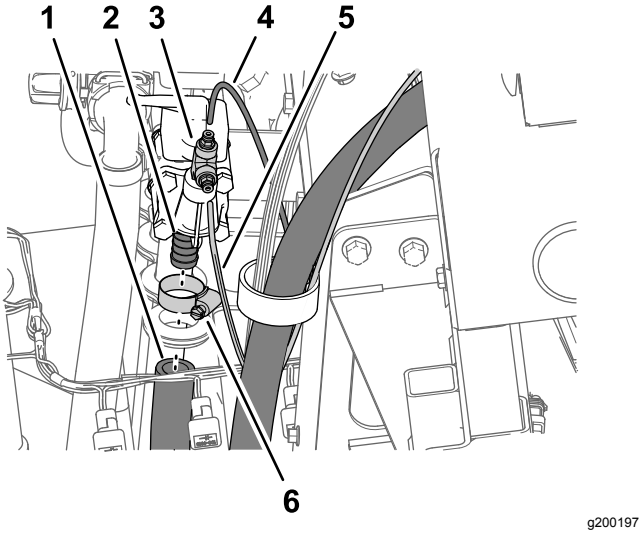

Figur 21
1. På tryckregleringsventilens högra sida tar du bort slangklämman som håller fast inloppsslangen på regleringsventilens hullingförsedda koppling. Ta bort slangen från kopplingen (Figur 21).
2. Tryck in rörkopplingens låskrage och ta bort tryckmätarens tryckgivarrör på maskinens instrumentbräda (Figur 21).
3. Tryck in rörkopplingens låskrage och ta bort tryckgivarröret från slangvindans tryckmätare (Figur 21).
4. Ta bort T-kopplingen och rörkopplingarna från 90-gradersknäröret vid tryckregleringsventilens ände (Figur 21).